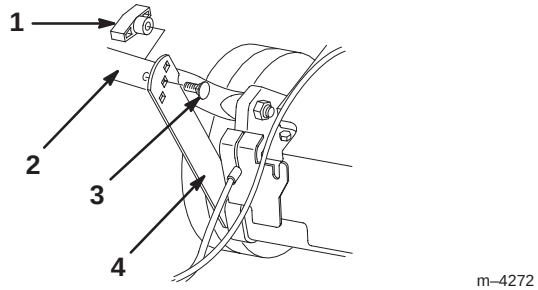

Figur 2
2. Ta loss de fyra handtagsbultarna (2 av dessa har platt huvud och 2 har välvt huvud för att passa handtaget) och vreden från det nedre handtaget (figur 2).
3. Gunga tillbaka det nedre handtaget och stödfästena uppåt, medan du samtidigt passar in fästena med hålen på det nedre handtaget (figur 2).
4. Fäst det nedre handtaget vid fästena med de två platta handtagsbultarna och de två vreden, genom att använda höjdinställningshålen på fästena som bäst passar din längd (figur 2).